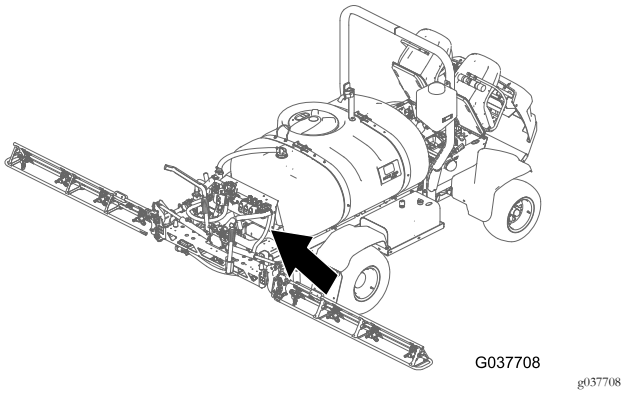
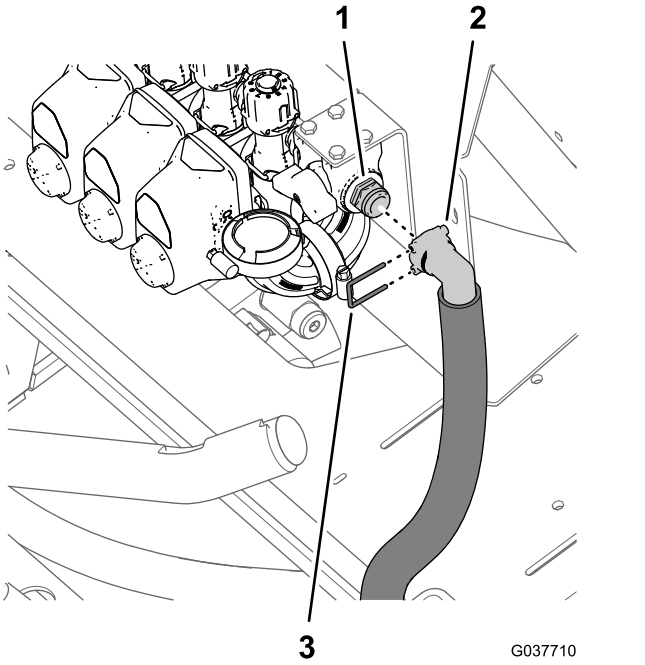

Figura 77
Figura 78
1. Monte el acoplamiento dentado de 90° de la manguera de desvío (2,5 cm x 64 cm) en el acoplamiento rápido de la válvula de cierre del desvío (Figura 77 y Figura 78).
2. Sujete el acoplamiento dentado de 90° al acoplamiento rápido con la horquilla de retención suministrada con el conjunto de mangueras de desvío y vaciado (Figura 78).